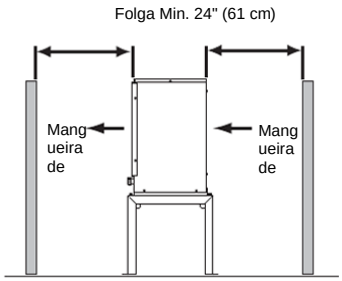

Fig. 12
- Uma área seca e bem ventilada com 24" (61 cm) no painel dianteiro e traseiro para uma circulação de ar apropriada e uma facilidade de manutenção e/ou serviço no caso de serem requeridos. Veja a Fig. 12.